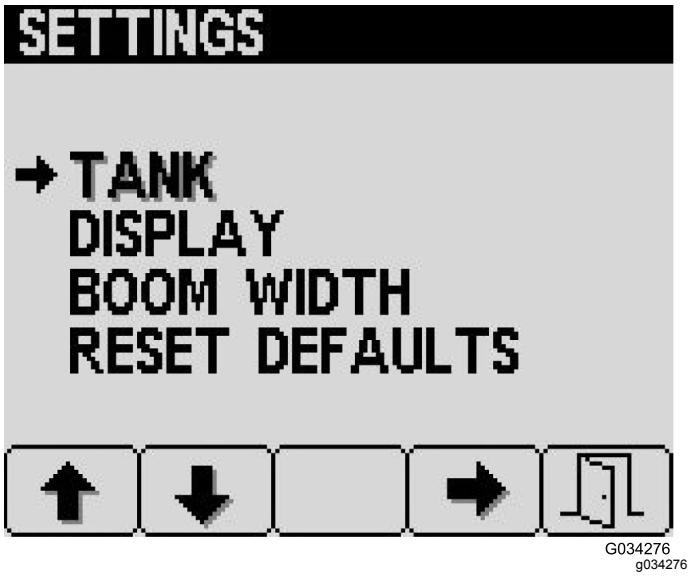

図 19
メインメニューでボタン2を何度か押して図 16Settings へ移動し、ボタン4で Settings を選択します図 19。
1. ボタン 4 で Tank settings を選択する図 19。
1. 設定画面でボタン2を何度か押して表示設定Display Settingsへ移動し、ボタン4で Display を選択する図 19。
ブーム幅各ブームの長さは製造時に設定されています図 19。